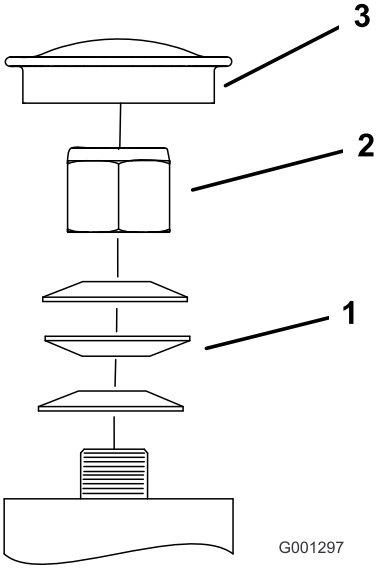

Figur 55
3. Ta av dammkåpan från svänghjulet och dra åt låsmuttern (Figur 55).
4. Dra åt låsmuttern tills fjäderbrickorna är plana och släpp sedan efter 1/4 varv för att få rätt förbelastning på lagren (Figur 55).
Viktigt: Kontrollera att fjäderbrickorna har monterats korrekt i enlighet med Figur 55.
5. Montera dammkåpan (Figur 55).